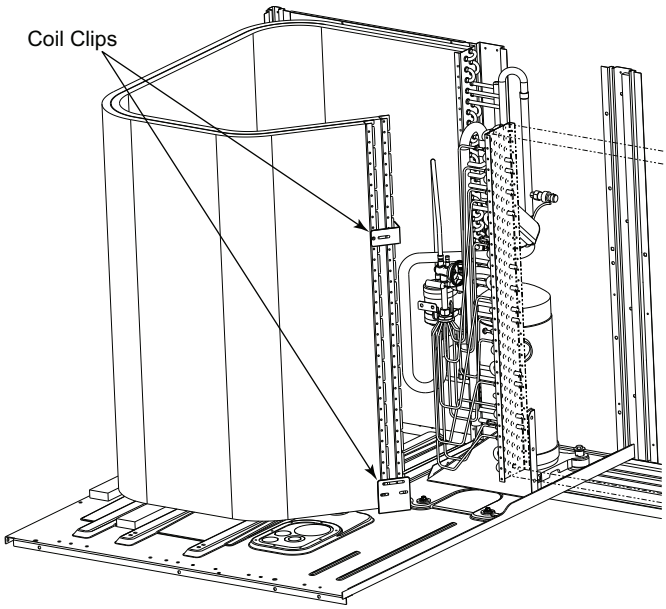

Fig. 15 — Condenser Coil Clips
5. Remove the screws from both sides of the upper and lower coil retaining clips on the hairpin end of the coil tube sheets (see Fig. 15).